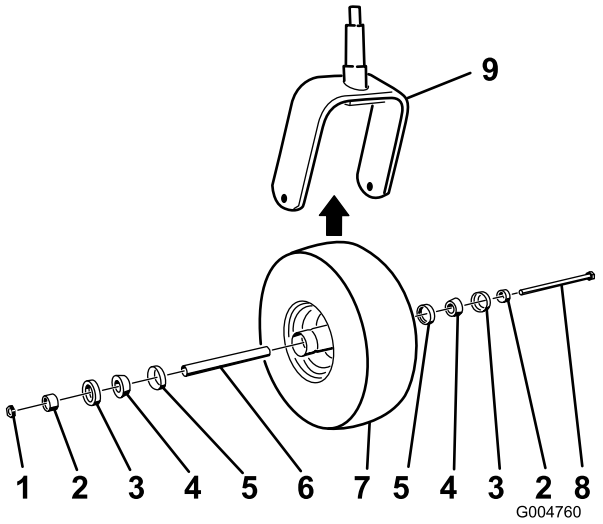

Figuur 48
2. Verwijder de borgmoer van de bout waarmee het zwenkwiel is bevestigd aan de zwenkwielvork (Figuur 48).
5. Monteer het zwenkwiel door de ingevette kegellagers en de afdichtingen in de wielnaaf te drukken, in de positie die wordt getoond in Figuur 48.